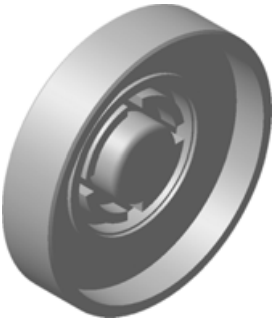

Рис. 8.139
- Для того, чтобы форму можно было собрать, дополнительно удалите слой материала толщиной 64.5 и постройте фаску 1x45° (рис. 8.139).